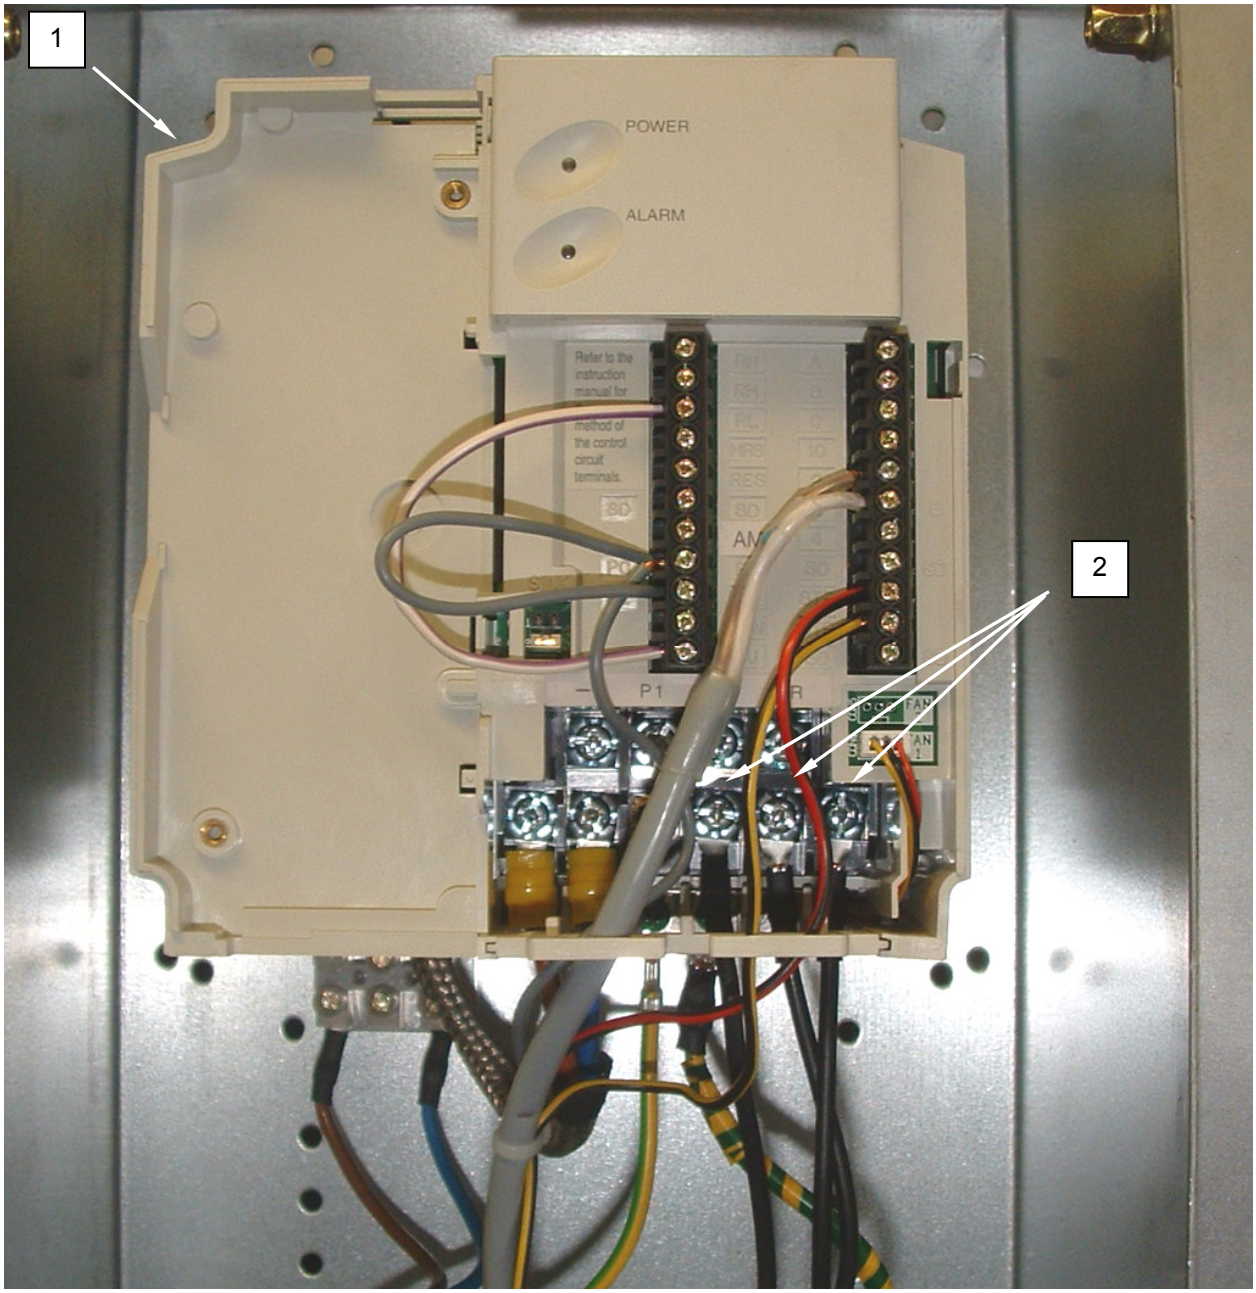

Figure 1. Test the Washer Motor.
1. Remove the cover from the variable frequency drive **(Figure 1, Item 1)** IAW procedures given in WP 0041 00.
2. Tag and disconnect the wiring from the 1, 2, and 3 terminals **(Figure 1, Item 2)** on the variable frequency drive.